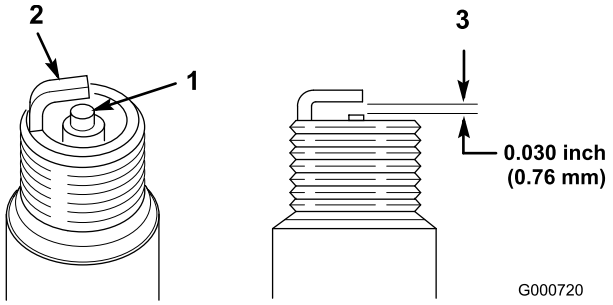

Figur 30
1. Titta i mitten av tändstiftet (Figur 30). Om isolatorn är ljust brun eller grå fungerar motorn korrekt. En
2. Kontrollera mellanrummet mellan mitt- och sidoelektroderna (Figur 30).
3. Böj sidoelektroden (Figur 30) om mellanrummet är felaktigt.